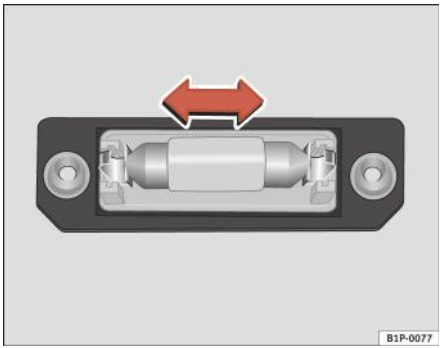

Fig. 177 Lampa plăcuței de înmatriculare
– Demontați becul, deplasându-l în sensul săgeții şi spre exterior ⇒ fig. 177.